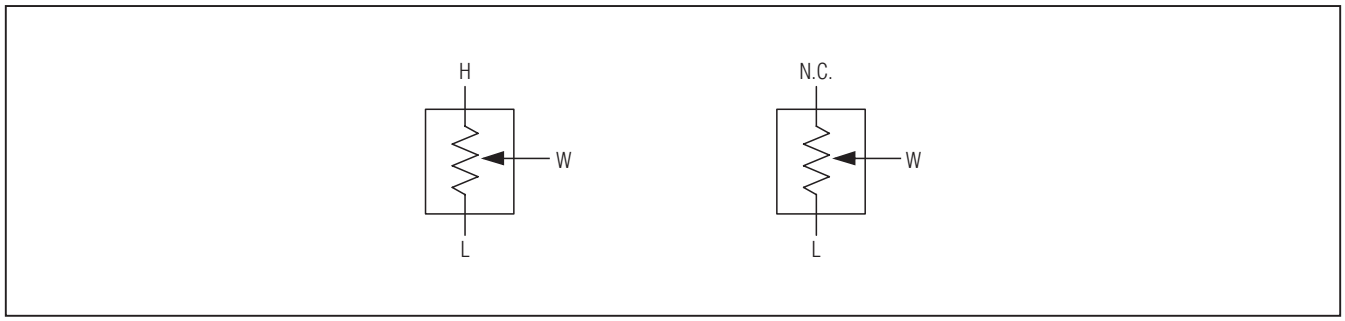

*Figure 1. Voltage-Divider and Variable Resistor Configurations*
**Note 2:** DNL and INL are measured with the potentiometer configured as a voltage-divider (Figure 1) with H_ = $V_{DD}$ and L_ = GND. The wiper terminal is unloaded and measured with a high-input-impedance voltmeter.
**Note 3:** R-DNL and R-INL are measured with the potentiometer configured as a variable resistor (Figure 1). DNL and INL are measured with the potentiometer configured as a variable resistor. H_ is unconnected and L_ = GND. For $V_{DD}$ = +5V, the wiper terminal is driven with a source current of 400µA for the 10kΩ configuration, 80µA for the 50kΩ configuration, and 40µA for the 100kΩ configuration. For $V_{DD}$ = +1.7V, the wiper terminal is driven with a source current of 150µA for the 10kΩ configuration, 30µA for the 50kΩ configuration, and 15µA for the 100kΩ configuration.